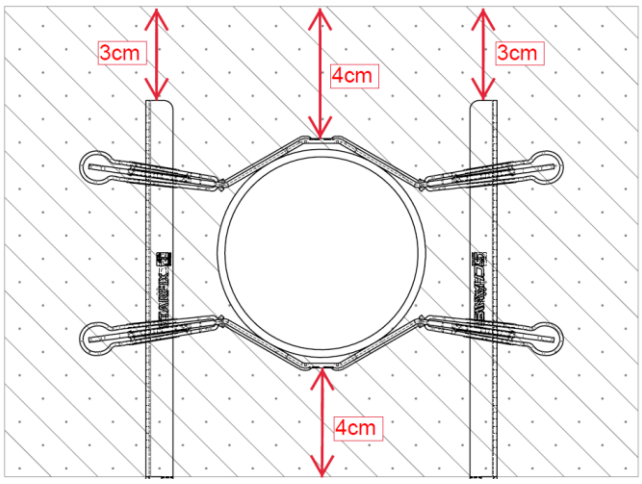

Abbildung 1
2.1 Damit die Mindestschallwerte erreicht werden, müssen die Rohrleitungen zur Decke und zum Boden einen Mindestabstand von 4 cm haben (siehe Abbildung 1).
2.7 Die Fusslängen müssen so gewählt werden, dass die Enden der Füsse mindestens einen Abstand von 3 cm zur Betonoberfläche haben (siehe Abbildung 1).